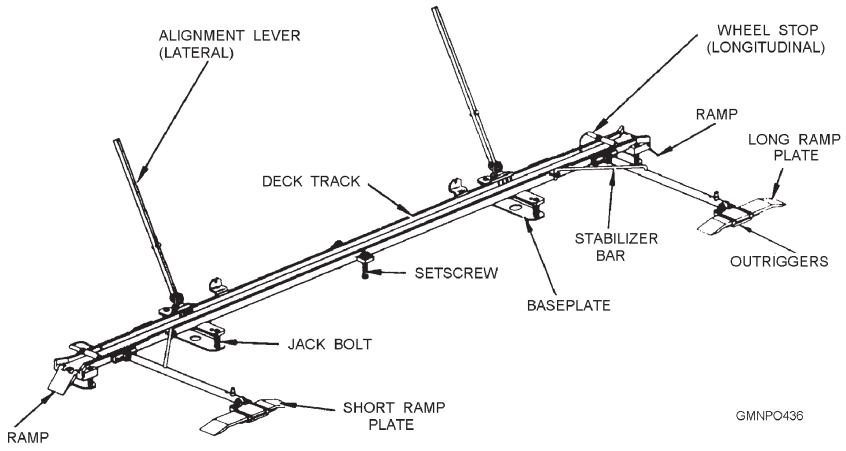

**Figure 8-10.—AAW dolly deck track.**
**AAW Dolly Deck Track**.—The AAW dolly deck track is shown in figure 8-10. It serves to guide and secure a transfer dolly over the in-deck receiver piston. When the dolly arrives on deck, it is pushed up the wheel ramps and guided along the long deck track channel. The dolly is locked in place by forward and aft wheel stops (pins).